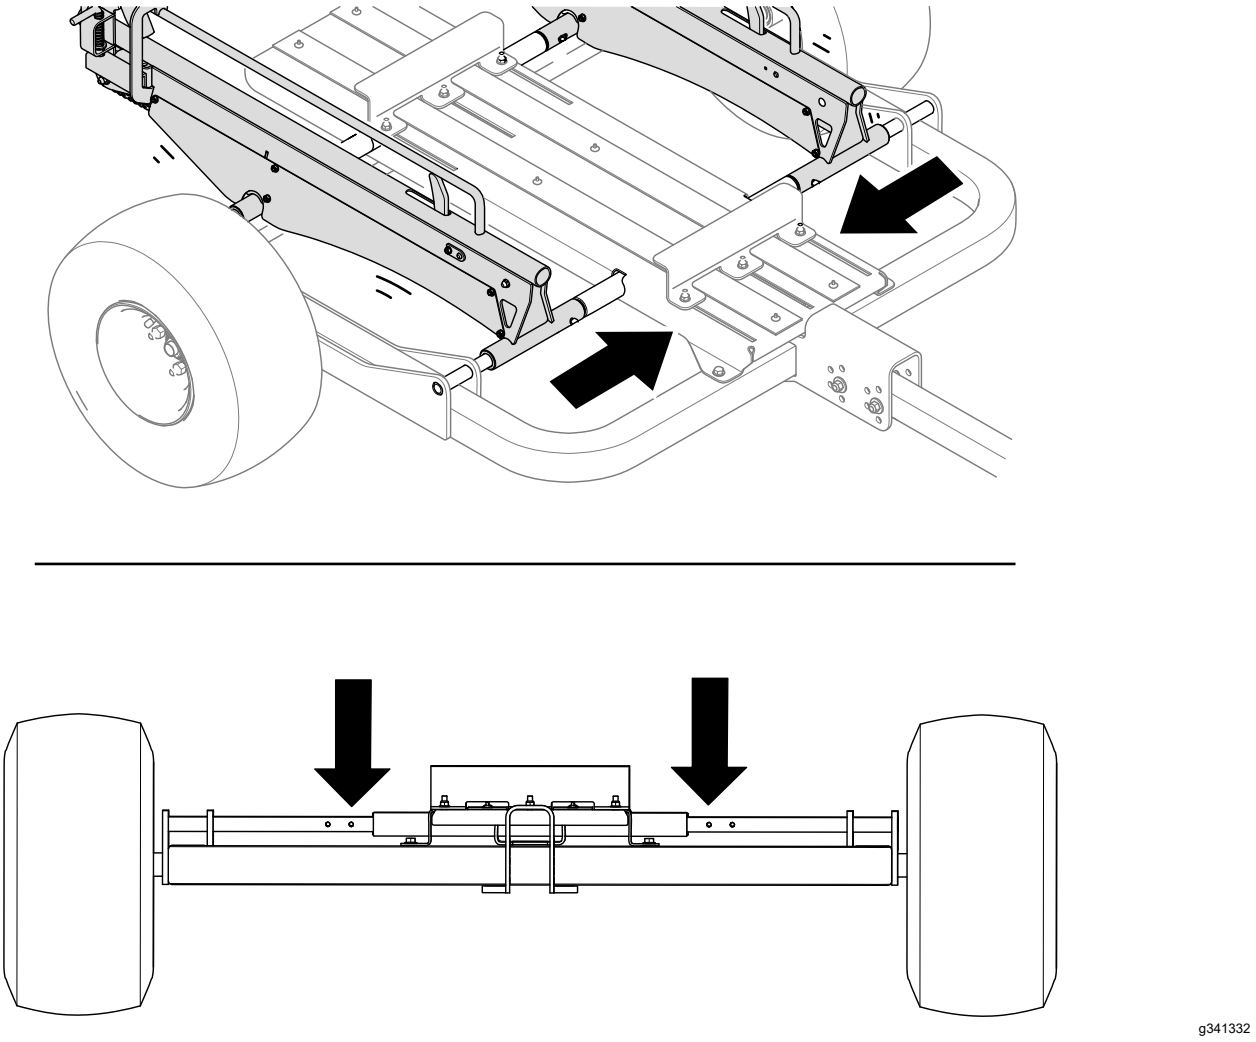

**Figuur 24**
- De aanhangwagen configureren voor greensmaaiers van 46 cm: gebruik de pennen om de railscharnieren te bevestigen aan de binnenste openingen (Figuur 24).